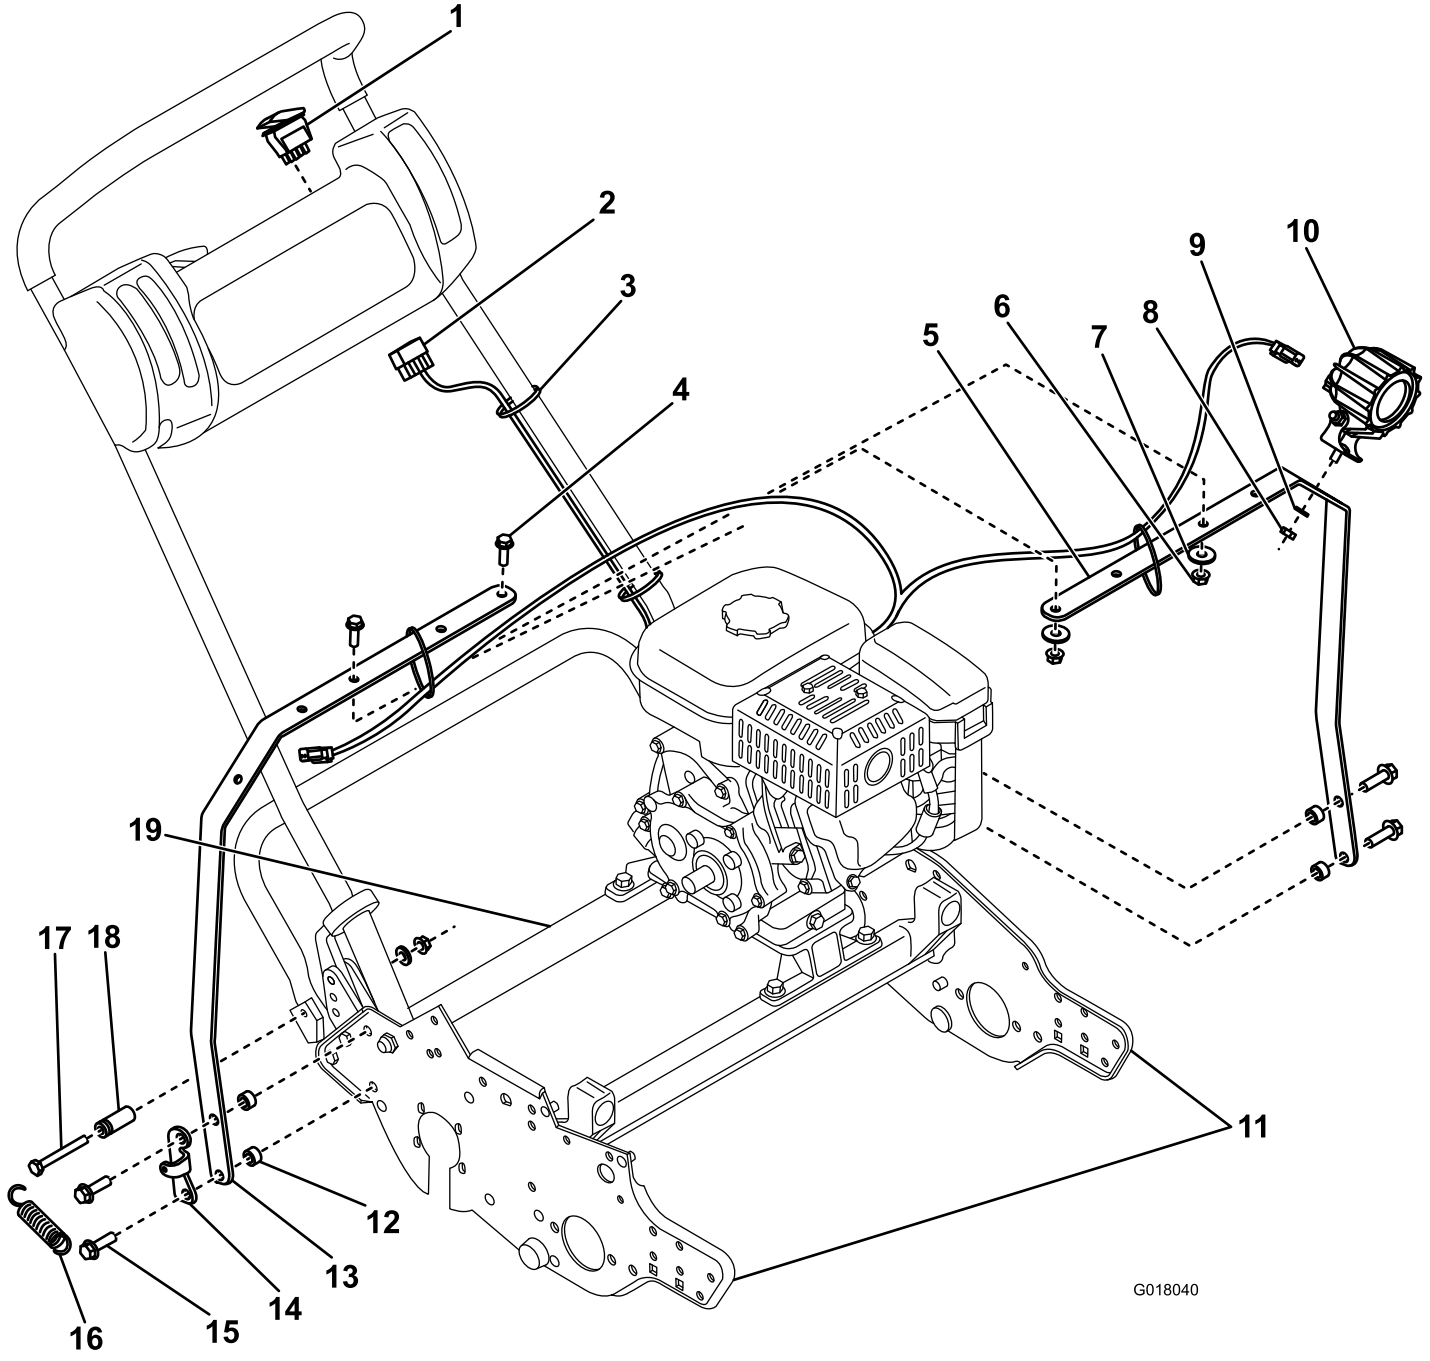

Figura 2
2. Retire os 2 parafusos (3/8 pol.) que ligam a placa do lado direito à travessa traseira e ao suporte da mola (Figura 2).
3. Monte a barra direita e o suporte da mola previamente removidos na máquina utilizando 2 espaçadores e 2 parafusos (3/8 x 1–1/4 pol.) (Figura 2).
4. Retire os 2 parafusos (3/8 pol.) que ligam a placa do lado esquerdo à travessa traseira (Figura 2).
7. Monte as luzes na barra e prenda cada uma com o hardware fornecido com as luzes (Figura 2).
8. Ligue a cablagem às luzes (Figura 2), ligando a extremidade comprida à luz direita.
9. Retire a tampa da cavidade e instale o interruptor no painel de controlo e, em seguida, ligue a cablagem das luzes ao interruptor (Figura 2).
10. Ligue o conector de alimentação da cablagem aos fios azuis dos conectores fêmea estilo bala que saem da caixa do soprador do motor (Figura 2).
11. Prenda a cablagem com abraçadeiras (Figura 2) e coloque o comprimento excedente sob o painel de controlo.
12. Retire a fixação da mola antiga e instale a nova fixação da mola com um parafuso (5/16 x 2–3/4 pol.) (Figura 2). Instale também a mola previamente removida.